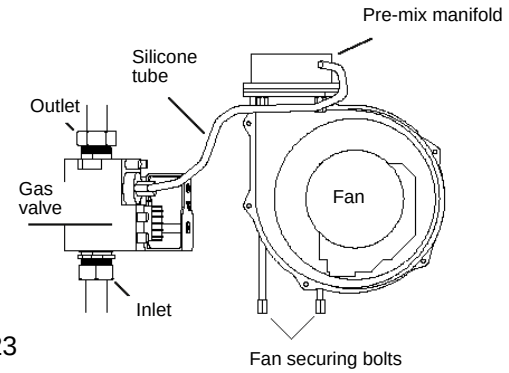

Fig. 23
6.11 GAS VALVE (see fig. 23)
6.12 FAN (see fig. 23)